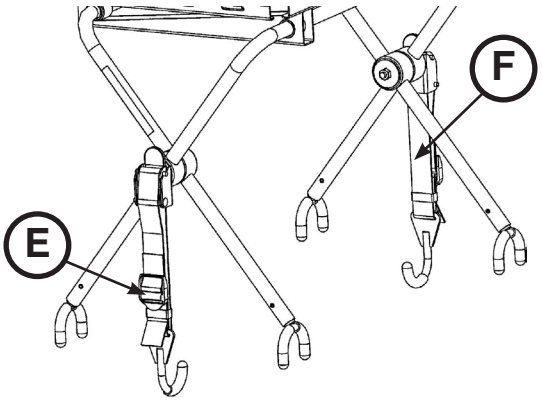

Figura 59
- Se a plataforma do desfibrilhador não estiver devidamente fixa à maca quando ambos os ganchos de fixação estiverem engatados ou se não conseguir engatar os ganchos de fixação na estrutura da cama da maca, desengatar a patilha (E), desapertar ou apertar a tira (F) até alcançar o ajuste adequado e, em seguida, empurrar a patilha (E) para cima até ouvir um clique sonoro que indica que a patilha está bloqueada no devido lugar (Figura 59).